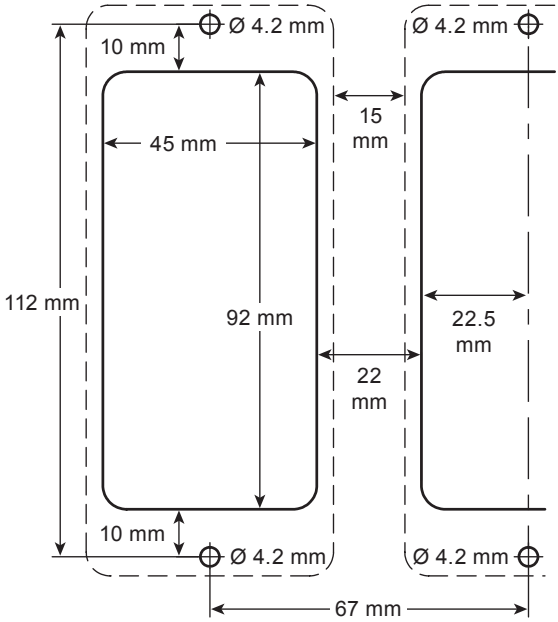

Fig. 3
- Drill holes in chassis plate as shown in Figure 3.
- Cut the panel to the dimensions given in Figure 3. Drill the screw holes in the panel in the positions indicated.